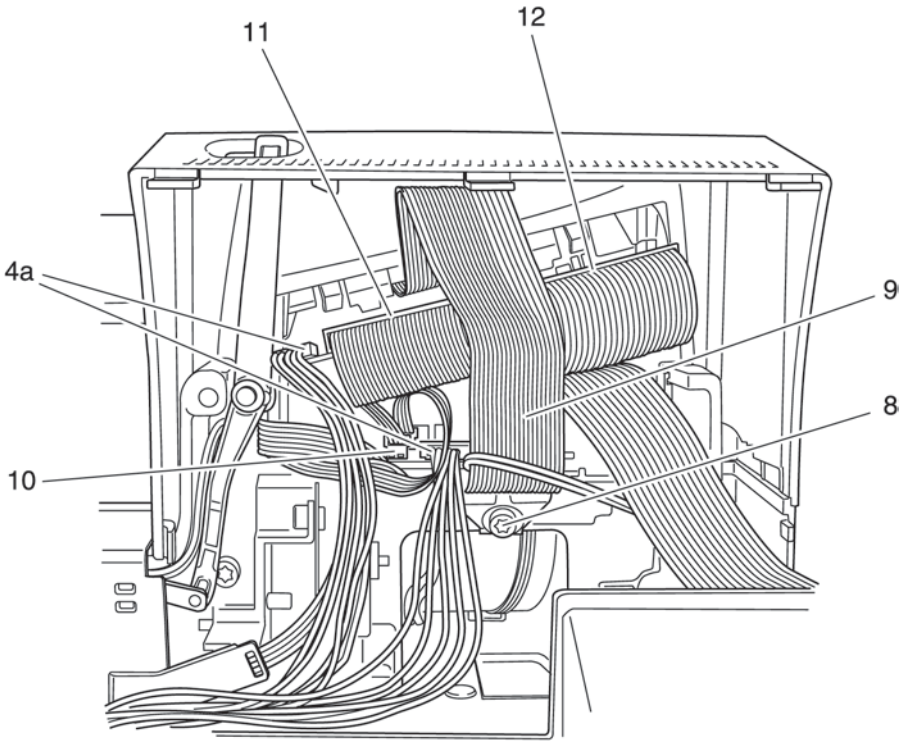

Fig. 36c
- Mount plugs 11 and 12 of the connection cables (fig. 36c.).